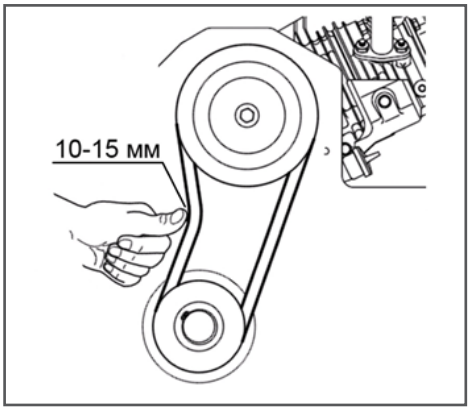

Рис. 23 Проверка натяжения ремня привода вибратора
3. Проверьте натяжение ремня. Правильно натянутый ремень при сильном нажатии пальцем должен прогибаться примерно на 10-15 мм (Рис. 23).